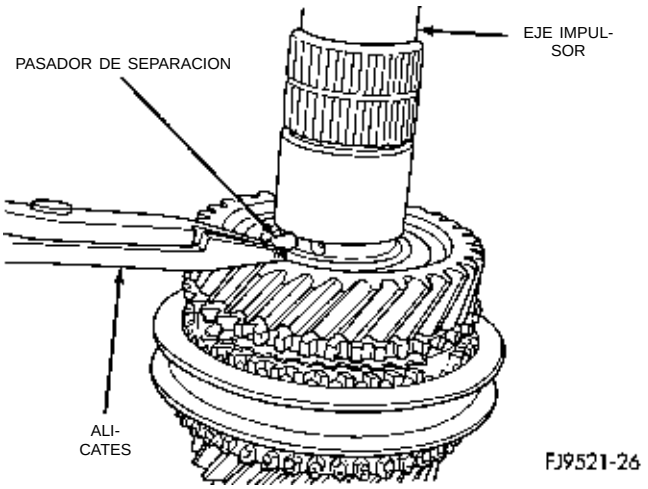

Fig. 91 Instalación del pasador de separación de la arandela de empuje hendida
(4) Instale el anillo de muelle del sincronizador de 3-4 en la ranura del eje impulsor.
(5) Instale el aro de bloqueo en el sincronizador de 3-4. Instale el cojinete de agujas de jaula de 4ta velocidad.
(6) Instale el engranaje de 4ta velocidad en el eje impulsor.
(7) Instale el pasador de separación de la arandela de empuje hendida de 4-5 (Fig. 91).